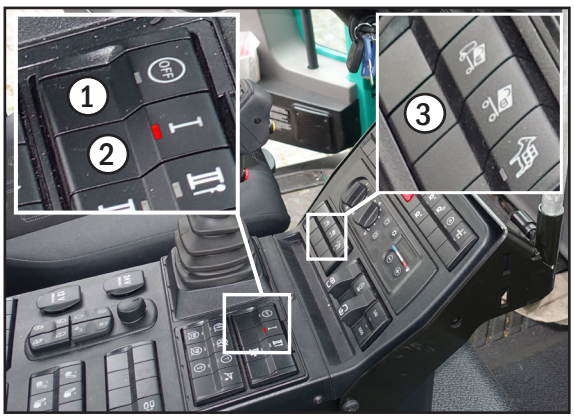

Abb. 15: Schalter in Bedienkonsole des Fahrzeugs
- Der OFF-Schalter zur Deaktivierung der Hydraulik wird aktiviert (siehe Abb. 15 – 1).
- Der Hydraulikkreis-Schalter I wird deaktiviert (siehe Abb. 15 – 2).
- Der Schalter für die Freigabe der Kippprtsche wird aktiviert (siehe Abb. 15 – 3).